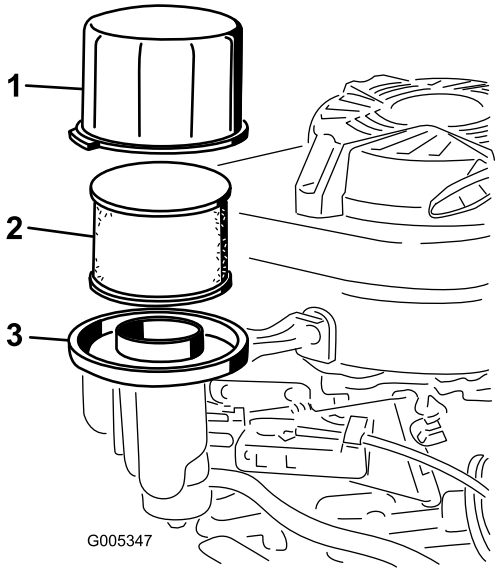

Rysunek 20
3. Usuń pokrywę i oczyść ją dokładnie (Rysunek 20).
4. Wyjmij piankowy filtr wstępny i filtr papierowy powietrza z podstawy filtra powietrza (Rysunek 20).